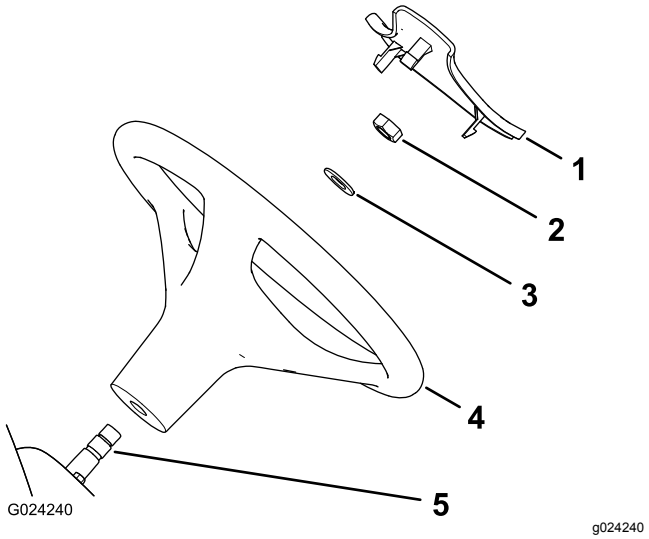

图3
1. 如果方向盘轮毂安装了护罩将其卸掉图3。
2. 卸掉转向轴的螺母图3。
3. 将方向盘和垫圈滑入转向轴图3。
5. 将护罩安装到方向盘上图3。